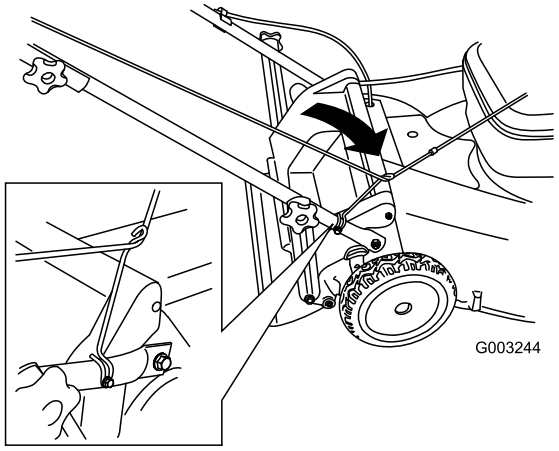

Figura 23
3. Avvolgete il cavo di avviamento attorno al guidacavo inferiore (Figura 23).